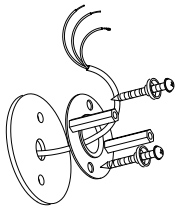

図 2
- パッキンと取付板の電源穴に電源線とアース線を通し、付属の絶縁ネジ（2本）にて取付面に固定します。(図 2)